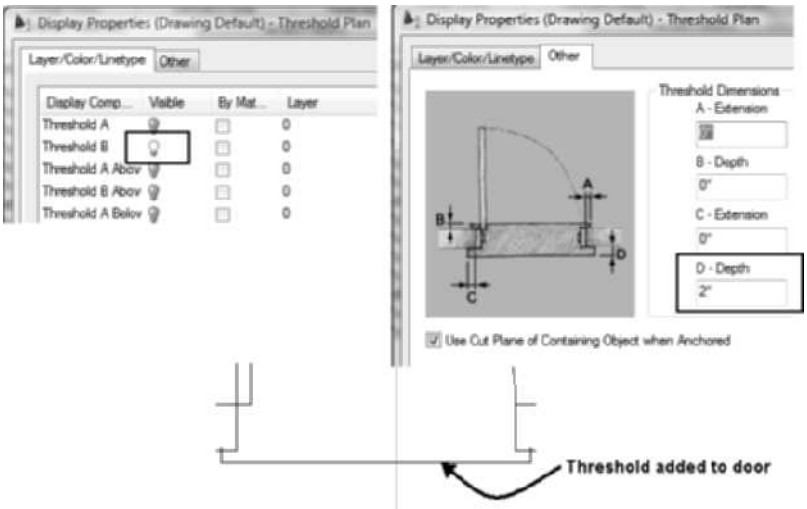

FIGURE 5.25 *Editing Display Properties to add a threshold*
22. Choose the Layer/Color/Linetype tab. Toggle ON the lightbulb for Threshold B. Choose the Other tab. Edit the D - Depth value to 2" [50]. Choose OK to dismiss all dialog boxes and display a threshold for the door as shown in Figure 5.25.